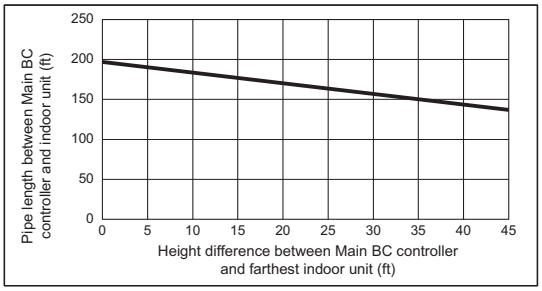
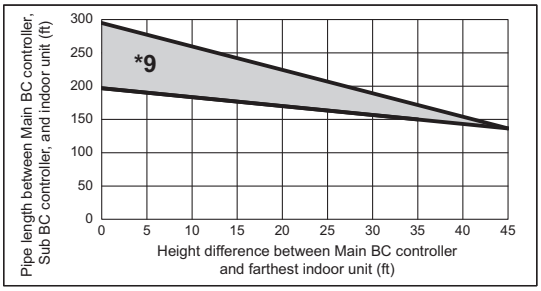

Fig. 2
Fig. 3
*2. Details refer to Fig. 2.
*9. When the piping length or the vertical separation exceeds the limit specified in Fig. 2, connect a sub BC to the system. The restriction for a system with a sub BC connection is shown in Fig. 3. When a given system configuration falls within the shaded area in Fig. 3, increase the size of the high-pressure pipe and the liquid pipe between the main BC and sub BC by one size. When using P12, P15, P18, P36, or P48 model of indoor units, increase the size of the liquid branch pipe between the sub BC and indoor unit by one size.
When using indoor models P54 or larger, the restrictions shown in Fig. 2 cannot be exceeded.
*9. When the piping length or the vertical separation exceeds the limit specified in Fig. 2, connect a sub BC to the system.
The restriction for a system with a sub BC connection is shown in Fig. 3.
When a given system configuration falls within the shaded area in Fig. 3, increase the size of the high-pressure pipe and the liquid pipe between the main BC and sub BC by one size.